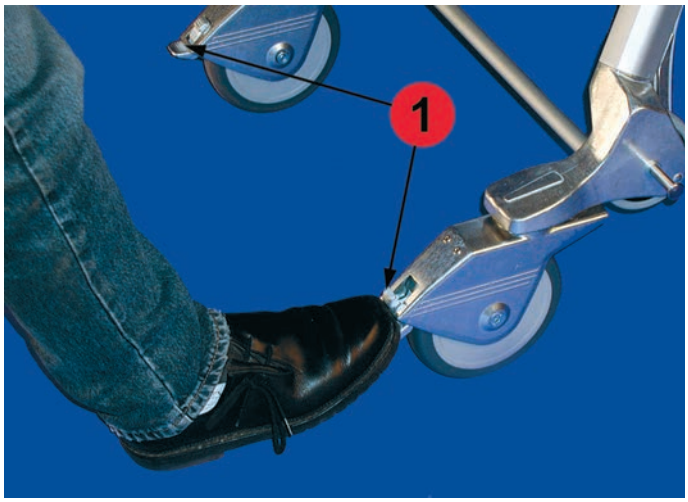

Bild 16
■ Mit Feststellbremse (Bild 16/1) Fahrgestell gegen wegrollen sichern. (Die Feststellbremse hat bei Rollen Ø 160 und Rollen Ø 125 mm die gleiche Funktion)